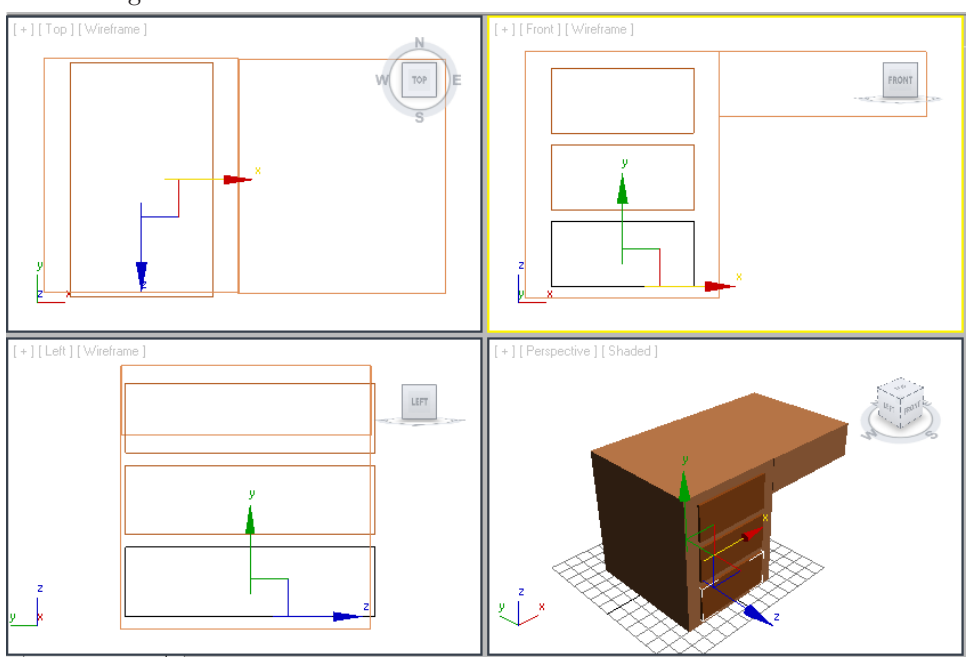

Figure 3-25 *The drawer002 and drawer003 created after copying the drawer001*
2. Make sure that the **Copy** radio button is selected in the **Object** area of the **Clone Options** dialog box. In the **Number of Copies** spinner, enter **2** to create two copies of the *drawer001*. Then, choose the **OK** button; two drawers with same dimensions are created, as shown in Figure 3-25.